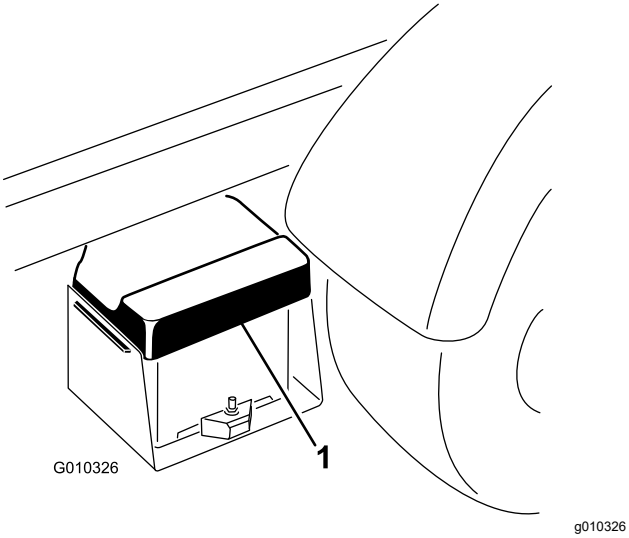

Figur 42
1. Klem batteridekselet for å løsne tappene fra batteribasen, og fjern batteridekselet fra batteribasen (Figur 42).